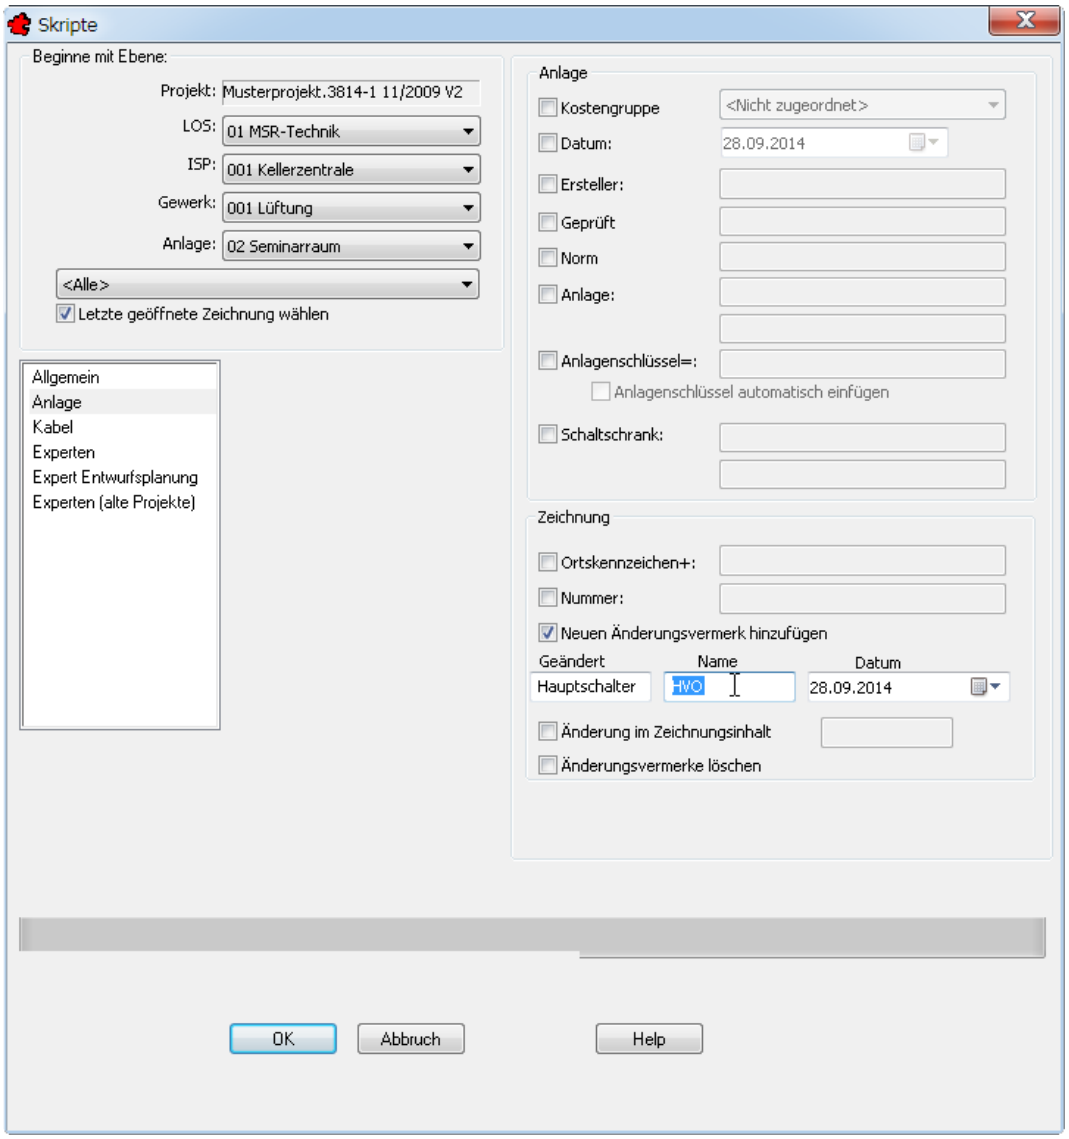

Bild 19.9 – Skripte, Rubrik *Anlage*
- Wählen Sie die Anlage *Seminarraum, Alle* und fügen Sie einen *neuen Änderungsvermerk hinzu* (Abb. 19.9). Tragen Sie *Änderung, Name* und *Datum* (Default: heute) ein und bestätigen Sie.